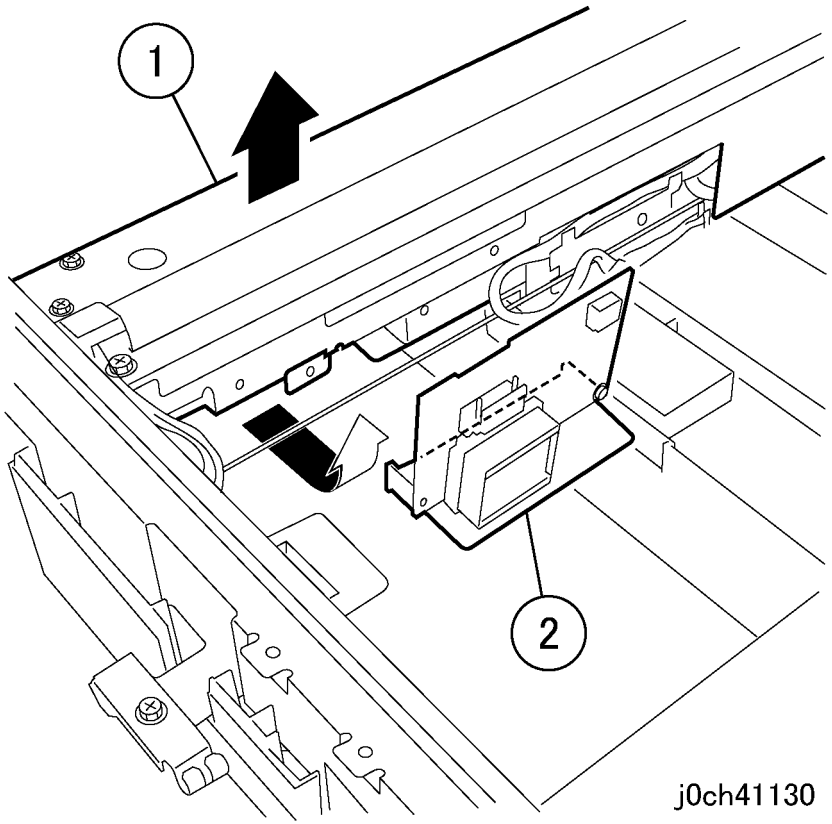

Рисунок 6 Снятие узла INV PWB (j0ch41130)
7. Снимите узел INV PWB (рисунок 6).